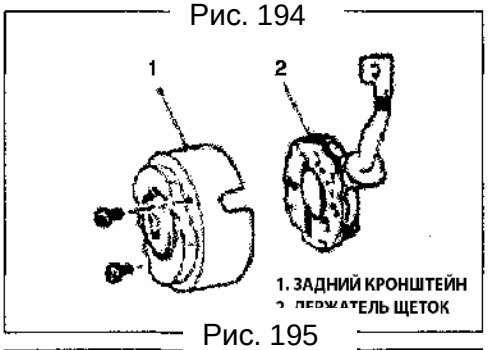

Рис. 195
10) Снимите щеточный узел с задней крышки (Рис. 195).